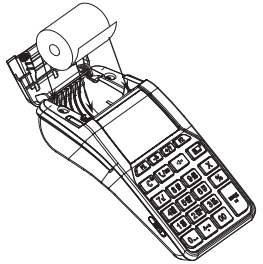

Рисунок 3. Установка ЧЛ
2.2. Установить в лоток для ЧЛ рулон чековой ленты (термочувствительный слой с внешней стороны ЧЛ!) (рисунок 3).